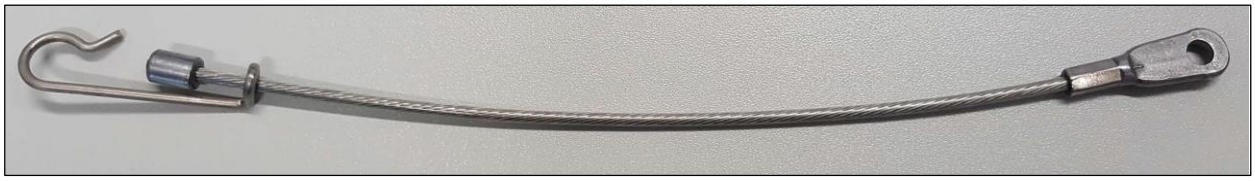

Fig. 2 Sangle de retenue (référence pièce 2N0.609.623)
Sur les véhicules avec un long empattement et porte-à-faux (L5 avec roue de secours), sans superstructure de première monte, il convient de s'assurer que le câble Bowden (1) du treuil de roue de secours est sécurisé au centre à l'aide d'une sangle de retenue (voir Fig. 2).